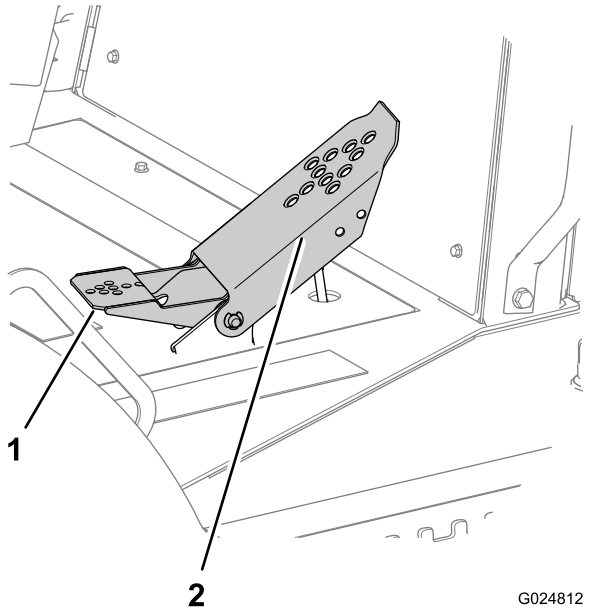

Figura 45
- Presione hacia abajo la parte superior del pedal para desplazarse hacia adelante (Figura 45).
- Presione hacia abajo la parte inferior del pedal para desplazarse hacia atrás (Figura 45).
- Para reducir la velocidad o para parar la máquina, mueva el pedal hacia arriba, hacia la posición de Punto muerto (Figura 45).